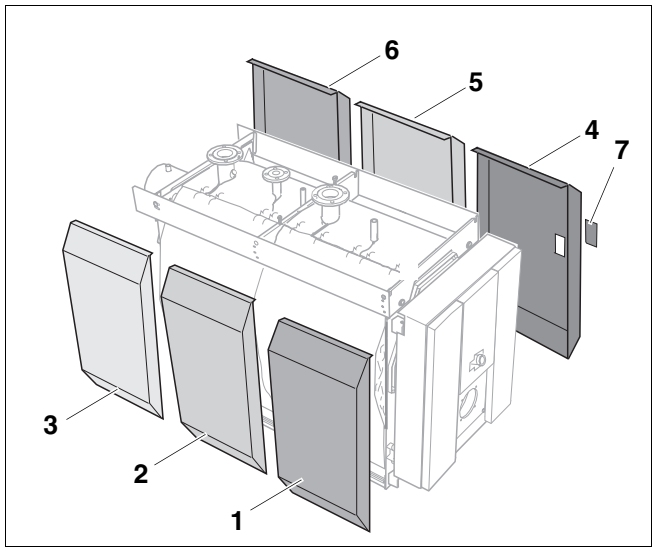

Fig. 31 Pannelli laterali
I pannelli laterali centrali (fig. 31, **pos. 2** e **pos. 5**) sono identici e presentano una piegatura laterale più corta. **I pannelli laterali centrali sono presenti soltanto nelle grandezze caldaia 920 – 1950 kW.**
I pannelli laterali posteriori di sinistra ed anteriori di destra (fig. 31, **pos. 3** e **pos. 4**) si differenziano per la copertura del punto di misurazione SE (fig. 31, **pos. 7**).